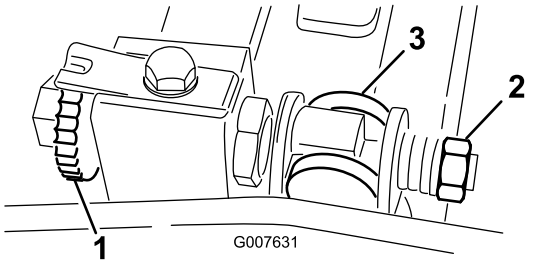

Bild 48
1. Drehen Sie die Einstellschraube des Untermesserträgers entgegen dem Uhrzeigersinn, damit sich der Abstand zwischen Untermesser und Spindel vergrößert (Bild 48).
2. Drehen Sie die Federspannungsmutter so weit hinaus, bis die Scheibe nicht mehr gegen den Untermesserträger angespannt ist (Bild 48).